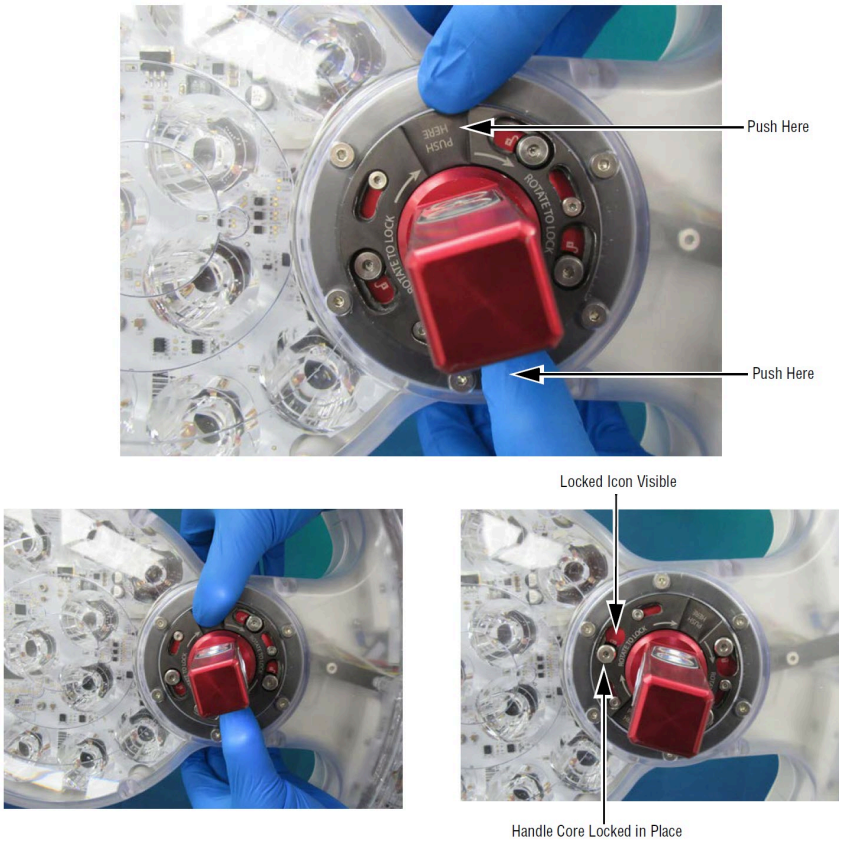

Figure 6-29. Remove Handle Core
2. Push in two locations marked "Push Here" on the handle core and rotate handle core counterclockwise to unlock handle core. See *Figure 6-29*.